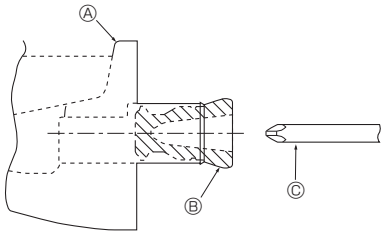

Fig. 5-1
- Para instalar la tubería del lado izquierdo, asegúrese que ha colocado el tapón de caucho en la abertura del lado derecho. (Fig. 5-1)